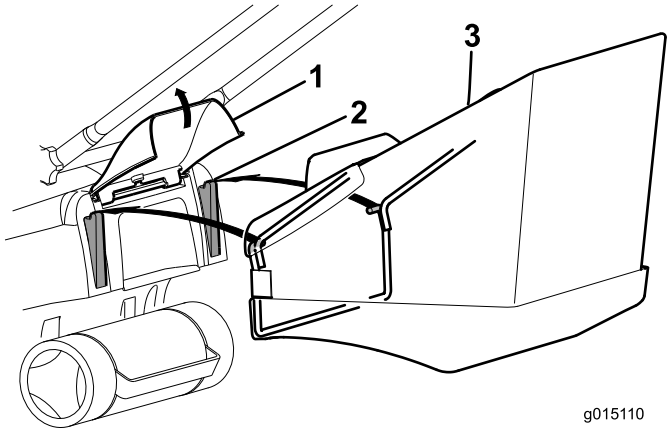

Figur 15
2. Höj upp den bakre dörren och montera gräsuppsamlaren på flänsarna (Figur 15).